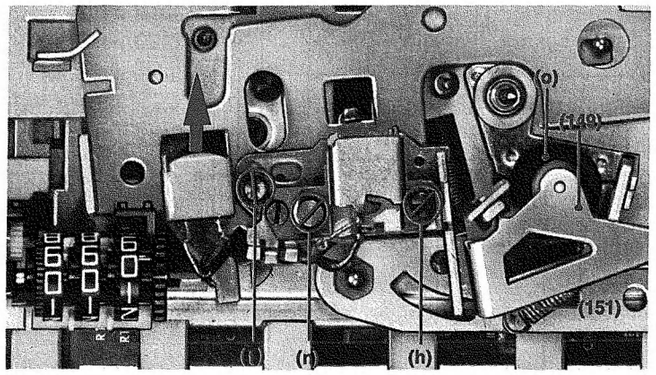

Bild 8
10. Schwungscheibe [Bild 8 u. 10]
11. Andruckrolle (o) [Bild 8]